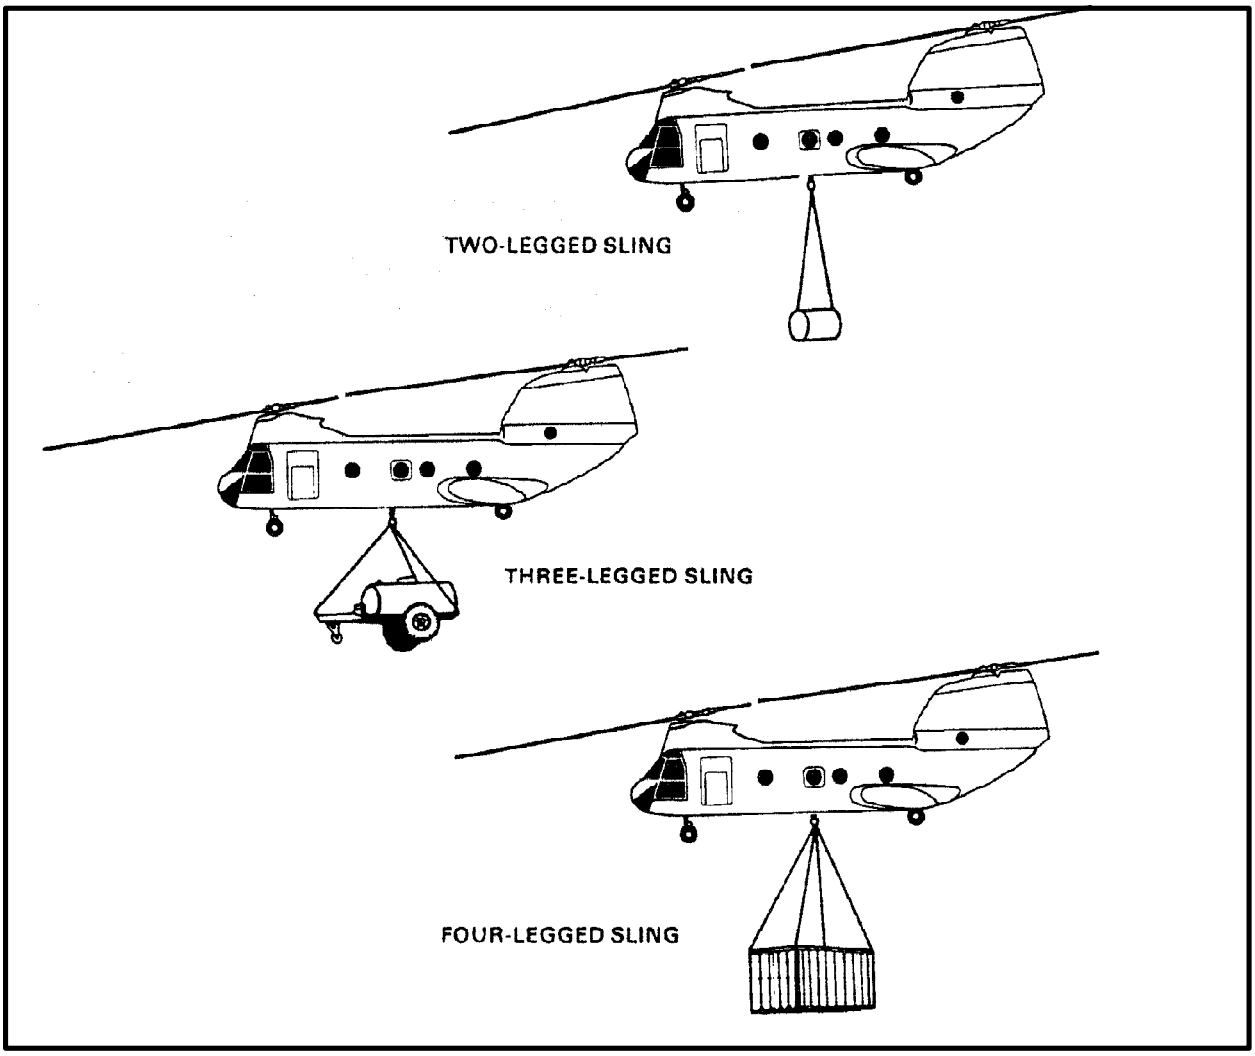

*Figure 6-21. Slings with Two, Three, and Four Legs*
**e. Making the Sling Set Fit the Load.** A complete nylon and chain sling consists of four legs. However, legs may be removed to make a two- or three-legged sling (Figure 6-21). The safe working capacity of a two-, three-, and four-legged sling set is 11,120, 15,000 and 15,000 pounds respectively. The capacity of the multileg sling set is different from other sling sets because of the sling leg design. The six steps for adding or subtracting a sling leg are as follows: